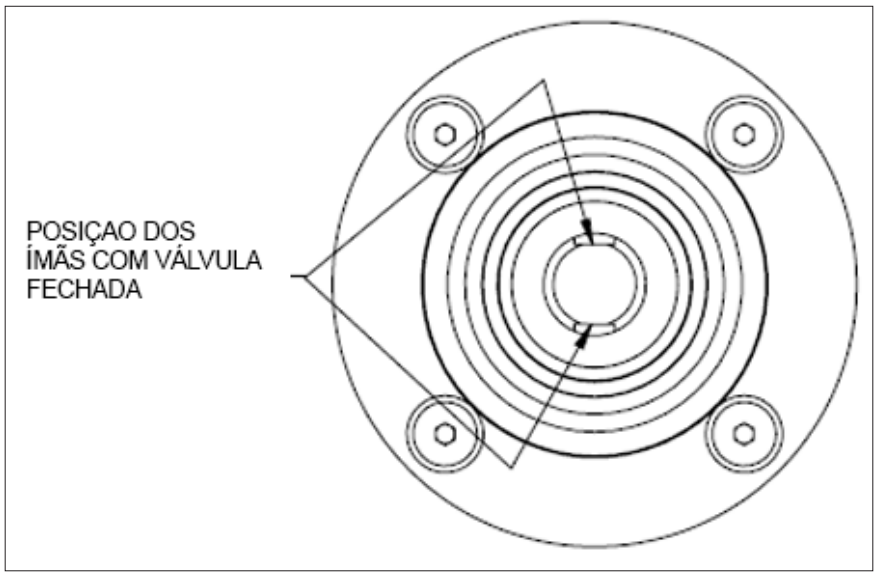

Figura 21 - Posição do imã com a válvula fechada
5. Certifique-se de que o conjunto do tensor esteja paralelo à haste e que os ímãs estejam na posição fechada da válvula (Figura 21) e conecte ao suporte de deslocamento.